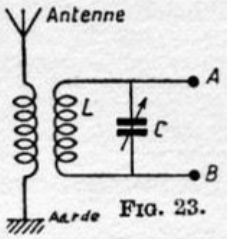

FIG. 23.
W. — Met behulp van een of meer trillingskringen. De antenne wordt bijvoorbeeld inductief gekoppeld met een trillingskring (fig. 23). We zijn dan teruggekomen bij het geval, dat wij aan het einde van ons vorige gesprek hebben bekeken. Van alle in de antenne aanwezige stroomen zal alleen die met de resonantie-frequentie van den trillingskring LC daarin een stroom induceeren, die een zekere voldoende wisselspanning tusschen de punten A en B zal veroorzaken.